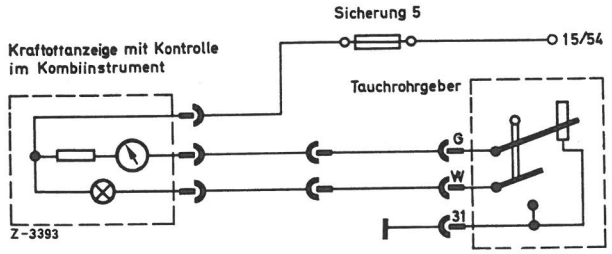

Fig. 54-18/1
Når brændstofstanden synker i tanken, vil slæbekontakten (1) på tankaggregatets svømmer (2) bevirke, at modstanden vokser, hvorved spændingen falder og viseren i instrumentet går tilbage (fig. 54-18/2).